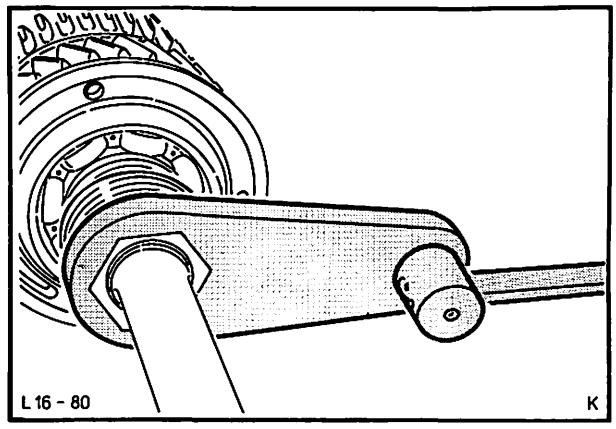

Abb. 96 Mutter – Hauptwelle mit Werkzeug 16-027 entfernen
22. Mutter – Hauptwelle entsichern und mit Spezialwerkzeug 16-027 entfernen, Abb. 96.